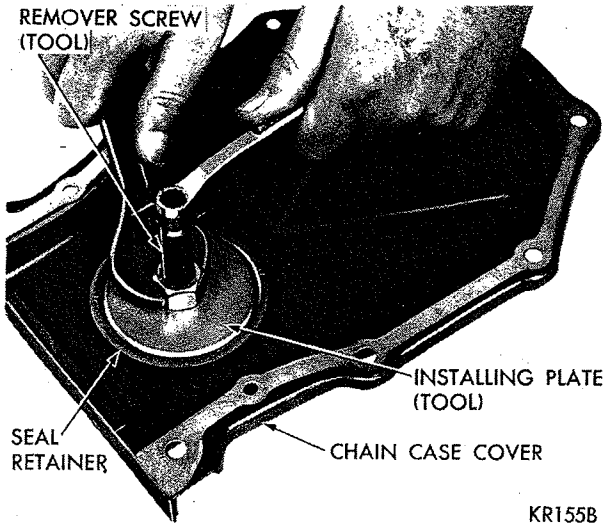

***Fig. 29—Installing New Seal (Tool C-3506)***
(4) Install flat washer and nut on remover screw, hold screw and tighten nut (Fig. 29).